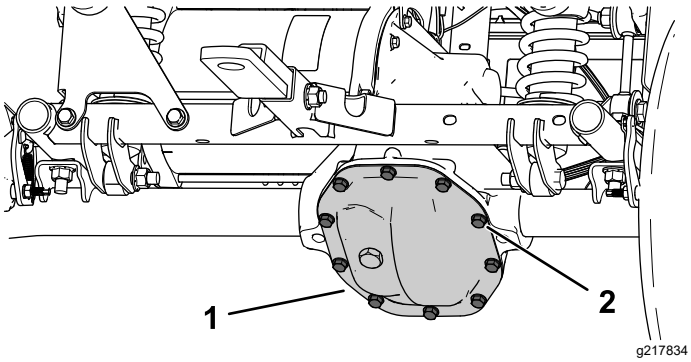

**Figuur 48**
1. Plaats een opvangbak onder het deksel van de transaxle (Figuur 48).
2. Verwijder de bouten uit het deksel van de transaxle en laat alle vloeistof weglopen (Figuur 48).